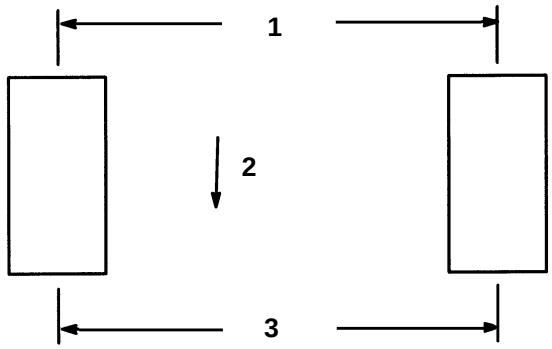

Afbeelding 29
1. Meet de afstand tussen beide voorwielen ter hoogte van de as (bij het voorste en achterste wiel) (Afb. 29). De afstand die is gemeten bij het voorste wiel moet gelijk zijn aan de afstand die is gemeten bij het achterste wiel, namelijk 3 mm.